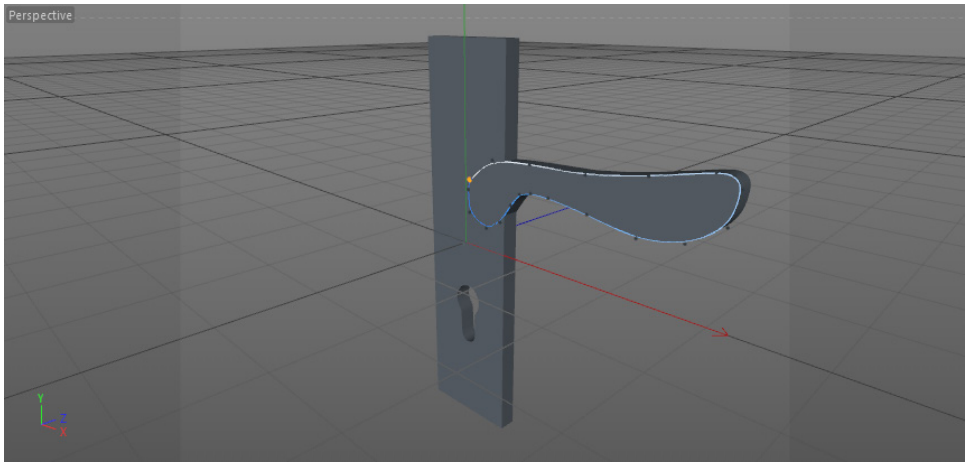

Figure 2-20 *Handle extruded in the Perspective viewport*
4. Press F1; the Perspective viewport is maximized. Press and hold the left mouse button on the **Subdivision Surface** tool in the Command Palette; a flyout is displayed. Next, choose **Extrude** from the flyout; *Extrude* is added to the Object Manager. Now, select *Handle* in the Object Manager and drag *Handle* to *Extrude*; *Handle* is connected to *Extrude* and is extruded in the Perspective viewport, as shown in Figure 2-20.